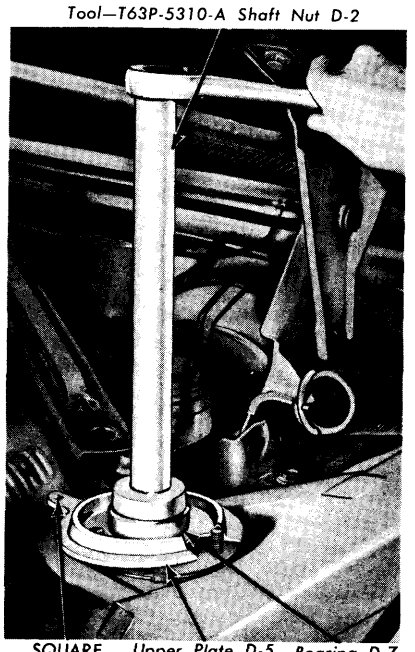
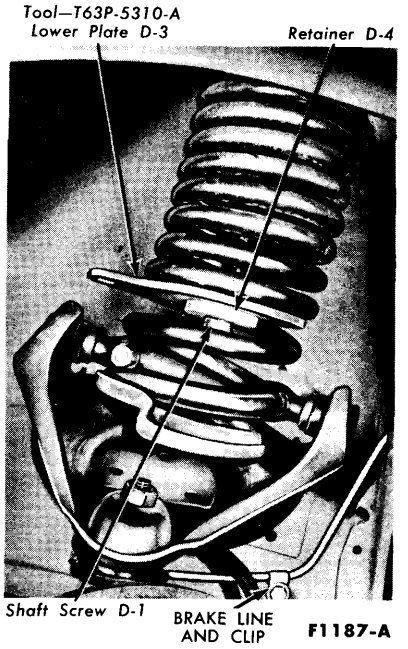

FIG. 31—Compressing or Releasing Spring—Upper View
FIG. 32—Compressing or Releasing Spring—Lower View
4. Raise the car slightly in order to lower the suspension upper arm. Install spring removal tool T63P-5310-A. Slide the tool bearing and upper plate over the shaft screw against the shaft nut. Insert the tool assembly through the upper opening in the spring housing so that the shaft screw goes through the top of the coil spring with the tool upper plate holes going over the studs as shown in Fig. 31.
5. From under the car, place the tool lower plate under the fourth coil from the bottom. Secure the plate to the coil by installing the tool retainer to the groove in the shaft screw (Fig. 32).
6. Insert a 1/2-inch square drive flex-handle wrench in the drive hole in the lower plate to prevent the tool and spring from turning (Fig. 32). While holding the tool, compress the spring by turning the tool shaft nut clockwise (Fig. 31).
10. Remove the bolt that retains the clip and brake line to the chassis, move the brake line out of the way, then fully release the spring tension by turning the tool shaft nut counterclockwise (Fig. 31). **Be sure to hold the lower plate of the tool with the 1/2-inch square drive flex-handle wrench so that the tool will not turn or snap loose during spring release (Fig. 32).**
2. Assemble spring tool T63P-5310-A to the car and the spring as described in steps 4 and 5 of the "Removal" procedure. Compress the spring by turning the tool shaft nut clockwise (Fig. 31). **Hold the tool lower plate from turning during**
6. **Partially** release the spring tension by turning the shaft nut of tool T63P-5310-A counterclockwise (Fig. 31). As the spring is being released, pry the lower coil so that it will seat in the groove of the upper arm. **Hold the tool lower plate with the square drive wrench.**